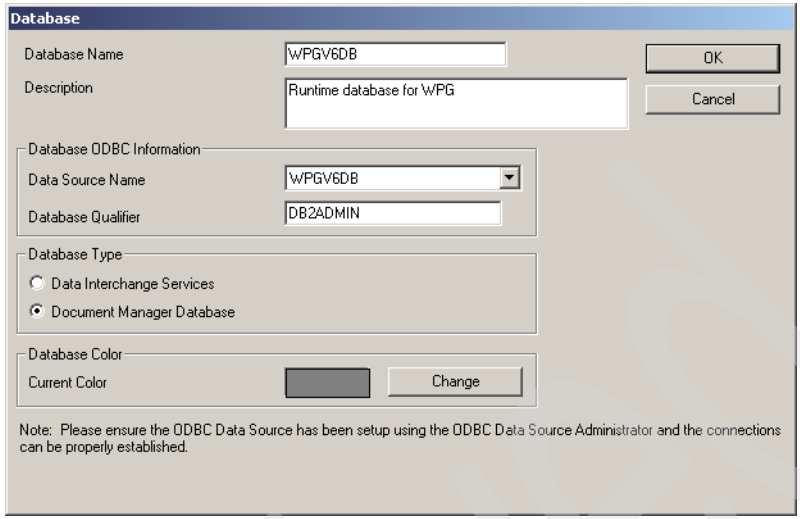

Figure 15-54 New database window
3. Click **OK**. See Figure 15-54 on page 512.